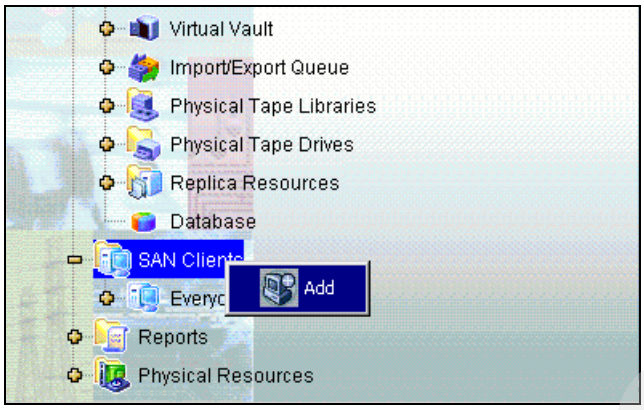

Figure 4-18 Adding SAN clients
1. Right-click the **SAN Client** icon and select **Add**, as shown in Figure 4-18.